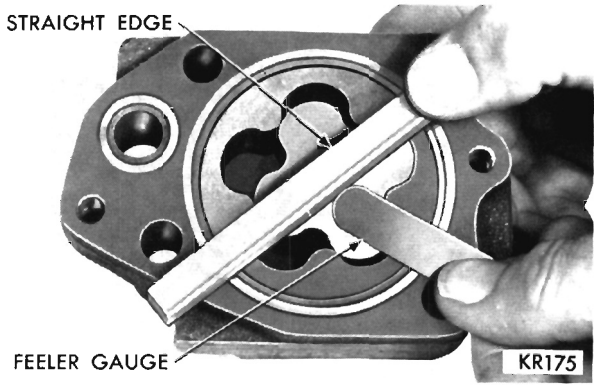

Fig. 42—Measuring Clearance Over Rotors
(6) Install inner rotor into pump body and place a straightedge across the face between bolt holes (Fig. 42). If a feeler gauge of more than .004 inch can be inserted between the rotors and straightedge, replace pump body.
(7) If the tip clearance between inner and outer